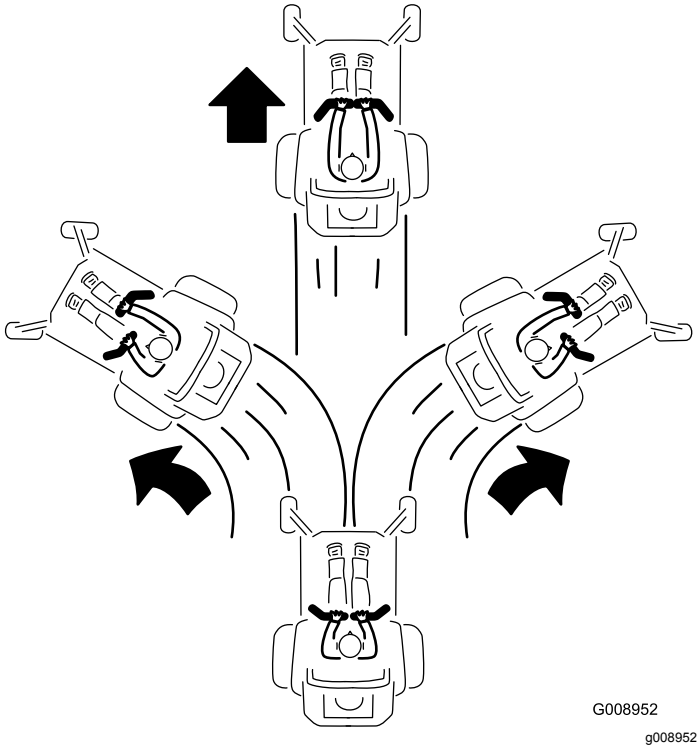

Figure 27
3. Pour vous déplacer en marche avant, poussez lentement les leviers de commande de déplacement vers l'avant (Figure 27).